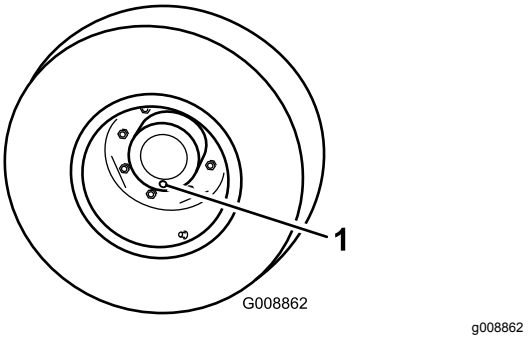

Figur 88
1. Sett maskinen på en jevn flate med et hjul slik at tappepluggene står på laveste stilling (klokken seks) (Figur 88).